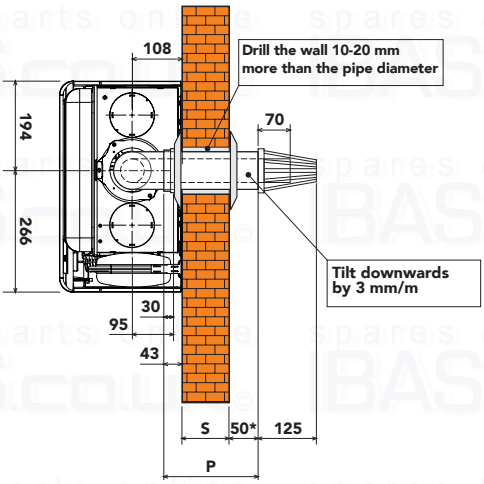

Fig. 9a
4. If necessary, cut the end pipe to size, considering that the external pipe must protrude from the wall by between 10 and 60 mm (Fig. 9a and 9b). Eliminate the cutting burrs.